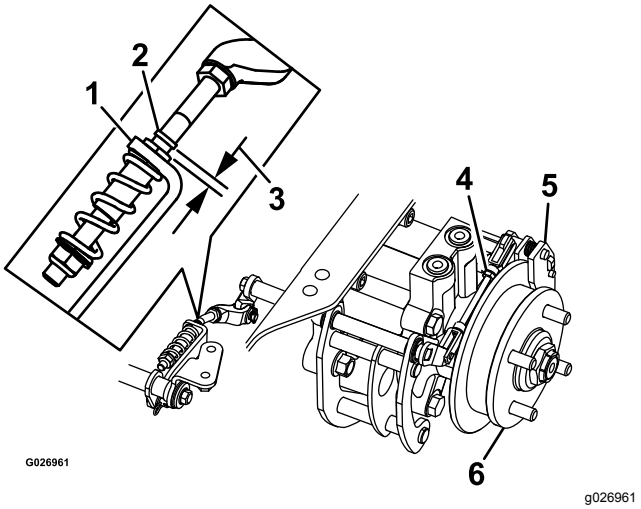

Figura 80
8. Compruebe si hay un espacio visible entre la escuadra y el tope del acoplamiento (Figura 80).